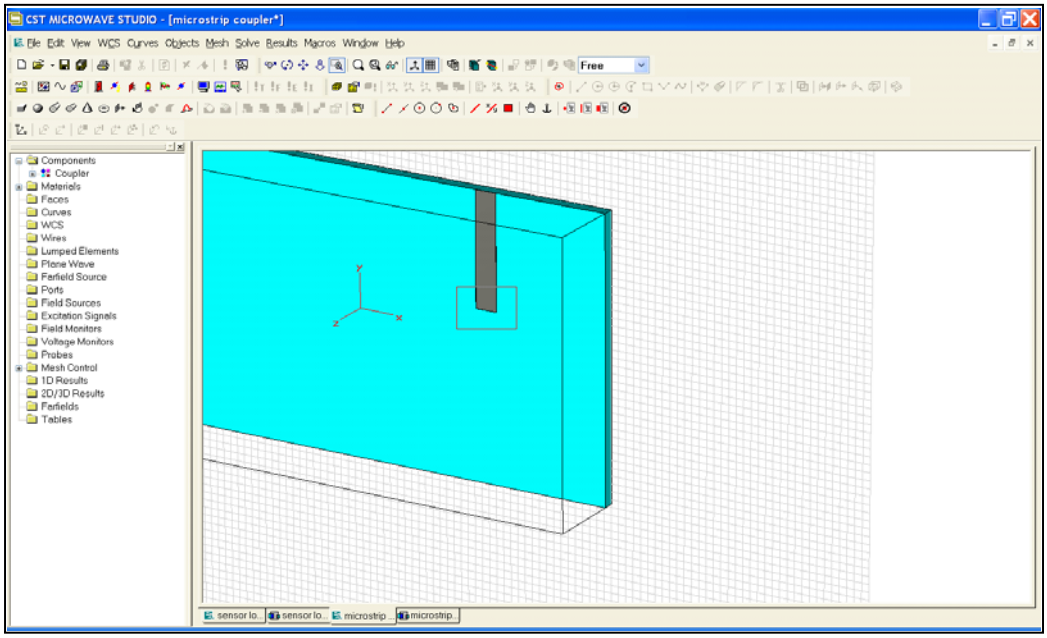

Figure 4 - Zooming in to the end of the strip.
5. Zoom in to the end of the strip, as shown in Figure 4.